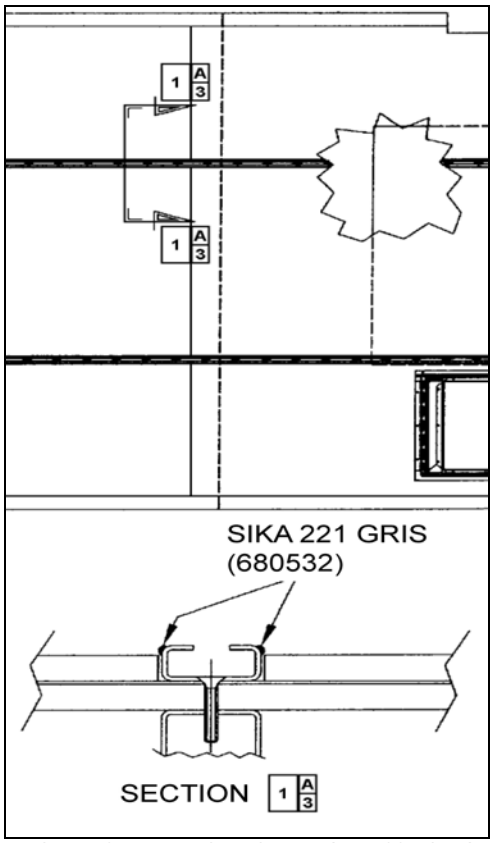

FIGURE 35: APPLICATION DE SIKA 221 GRIS
8. Appliquer du produit d'étanchéité Sikaflex 221 gris (680532) le long des voies de fixation du siège passager (voir la Figure 35).